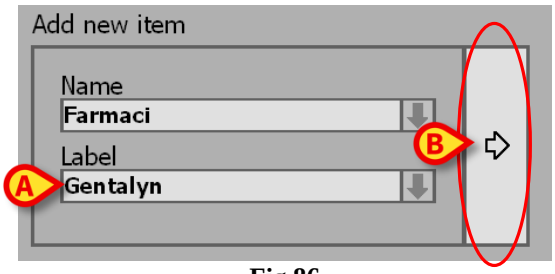
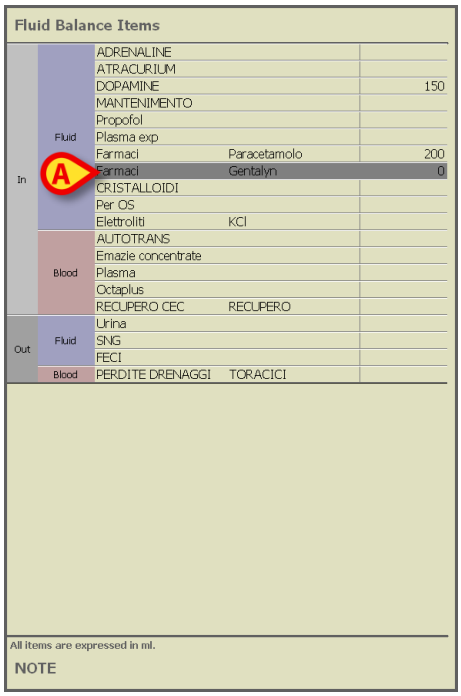

Fig 86
Fig 87
- Click the wanted option. The clicked option is dislplayed in the "Label" field (Fig 86 **A**).
- Click the button indicated in Fig 86 **B**. The selected item is this way displayed in the “Fluid Balance items” table (Fig 87 **A**).